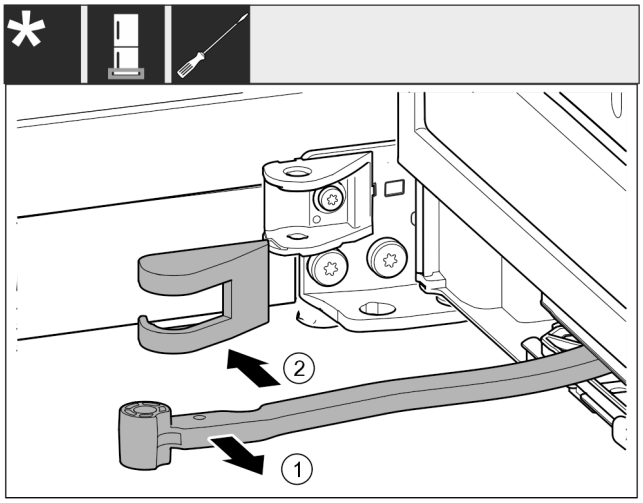

Fig. 20
- ▶ Otočte kloub *Fig. 20 (1)* směrem ke dveřím.
- ▶ Odstraňte kryt stojanu ložiska *Fig. 20 (2)*.